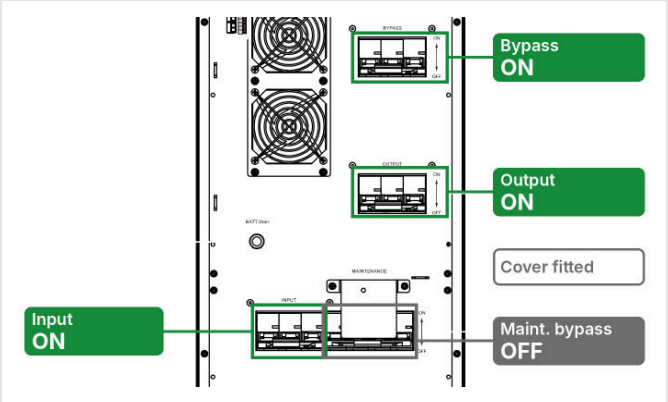

FIGURE 6-3 Normal operation: INPUT, BYPASS and OUTPUT ON, maintenance bypass OFF
6. Close the OUTPUT breaker (Figure 6-3).
4. Refit the cover of the maintenance-bypass breaker (Figure 6-3).